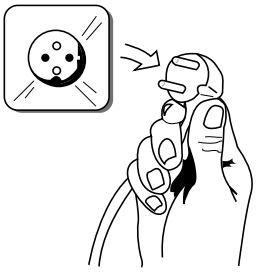

Figur 14. Ta ut stickkontakten.
1. Gör aggregatet spänningslöst, se figur 14.